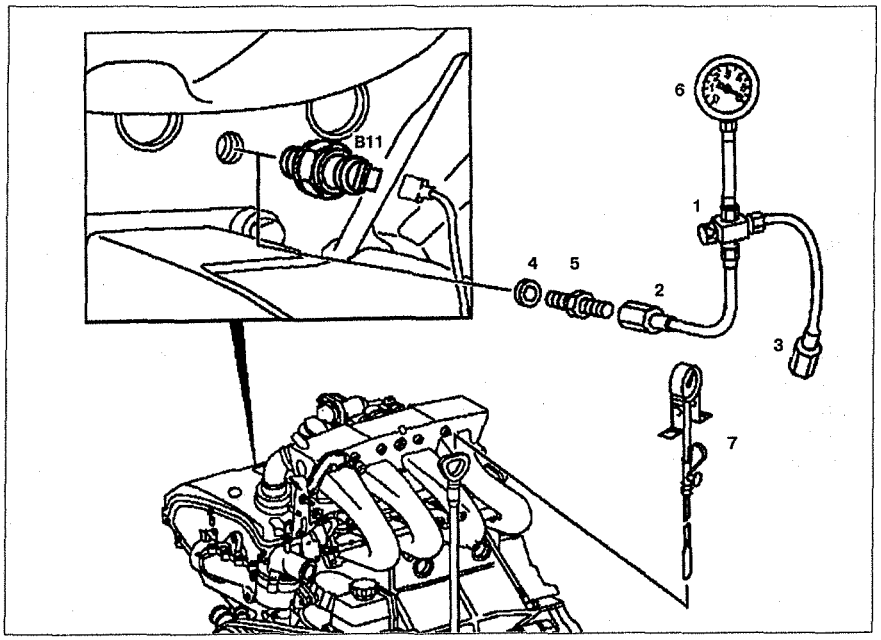

Рис. 2.97. Проверка давления масла:
1. Снимите датчик давления масла **B11** (см.рис.2.97).